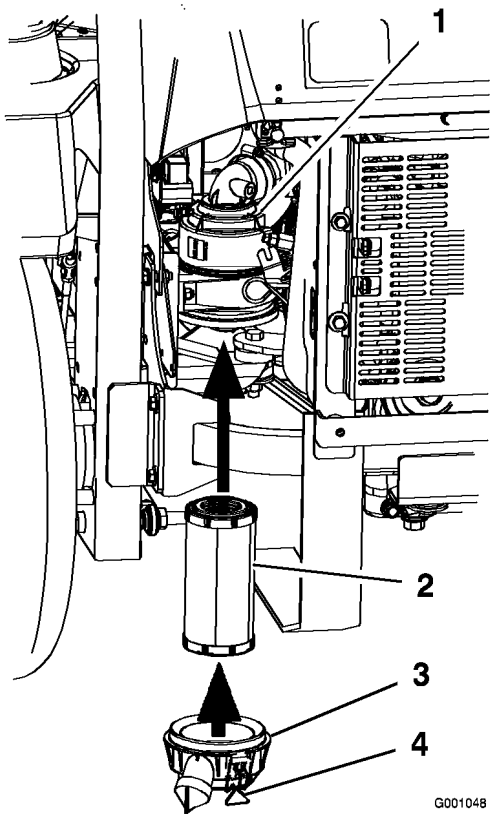

Figur 34
2. Skjut försiktigt in filtret i filterhuset (Figur 34). Kontrollera att det sitter ordentligt genom att trycka på filtrets yttre kant medan du monterar det.
3. Sätt tillbaka luftrenarkåpan och säkra spärrhakarna (Figur 34).